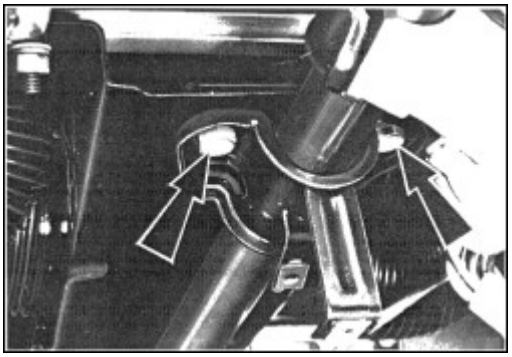

Abb.21 Befestigungsschrauben Lenksäule
8. Beide Befestigungsschrauben der Lenksäule entfernen, Abb.21, und Lenksäule komplett ausbauen. Gummitülle aus der Öffnung der Stirnwand entnehmen.